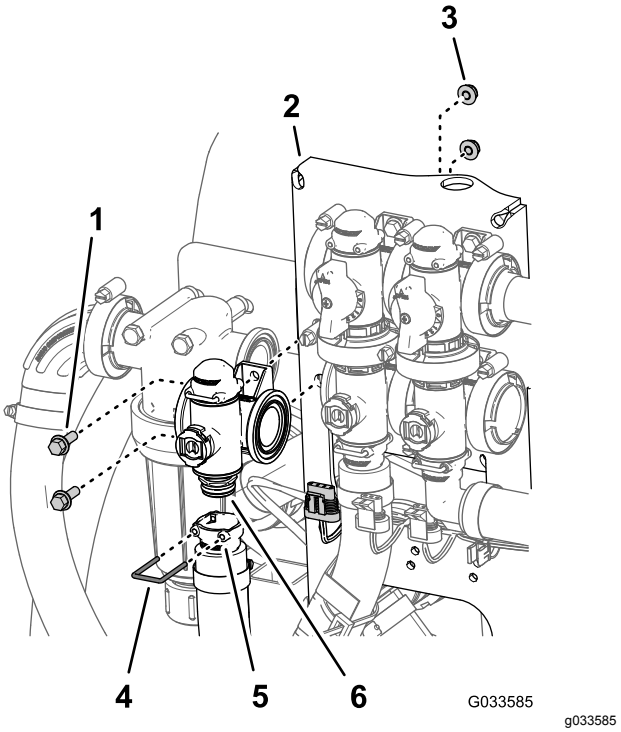

Figur 111
2. Fjern holderen som fester uttaksnippelen til manifoldkoblingen for mengderegulatorventilen (Figur 111).
3. Fjern de to flenshodeboltene (¼ x ¾ tomme) og de to flenslåsemutterne (¼ tomme) som fester mengderegulatorventilen til ventilfestet, og fjern ventilmanifolden fra maskinen (Figur 111).